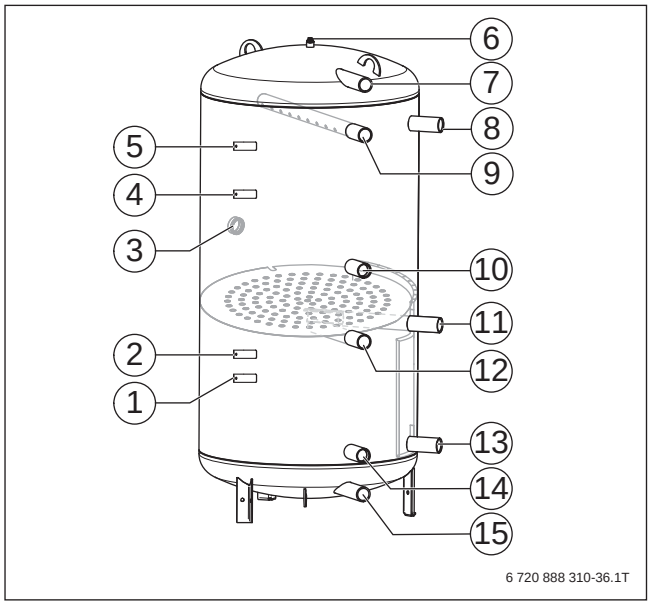

Bild 252 PRZ-Speicher anschließen
- Um Wärmeverluste und einen ineffizienten Betrieb, besonders in Verbindung mit Wärmepumpen, durch ein Zirkulationssystem zu reduzieren, sollte die Zirkulationspumpe bedarfsgerecht angesteuert werden. Dabei die einschlägigen Normen beachten (→ Bild 252). Eine Zirkulationspumpe kann optional engebaut werden: